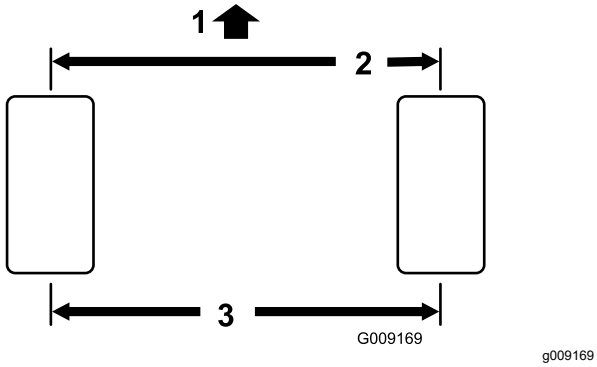

Figuur 49
5. Meet ter hoogte van de as de afstand tussen de voorwielen aan de voorkant en de achterkant van de wielen (Figuur 49).